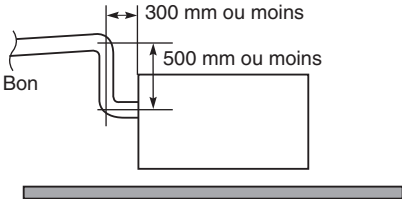

Fig. 3-11
- **S'il est nécessaire d'augmenter la hauteur du tube de vidange, la section directement après l'orifice de connexion peut être surélevée d'un maximum de 500 mm. Ne pas la surélever de plus de 500 mm; cela pourrait entraîner des fuites d'eau. (Fig. 3-11)**